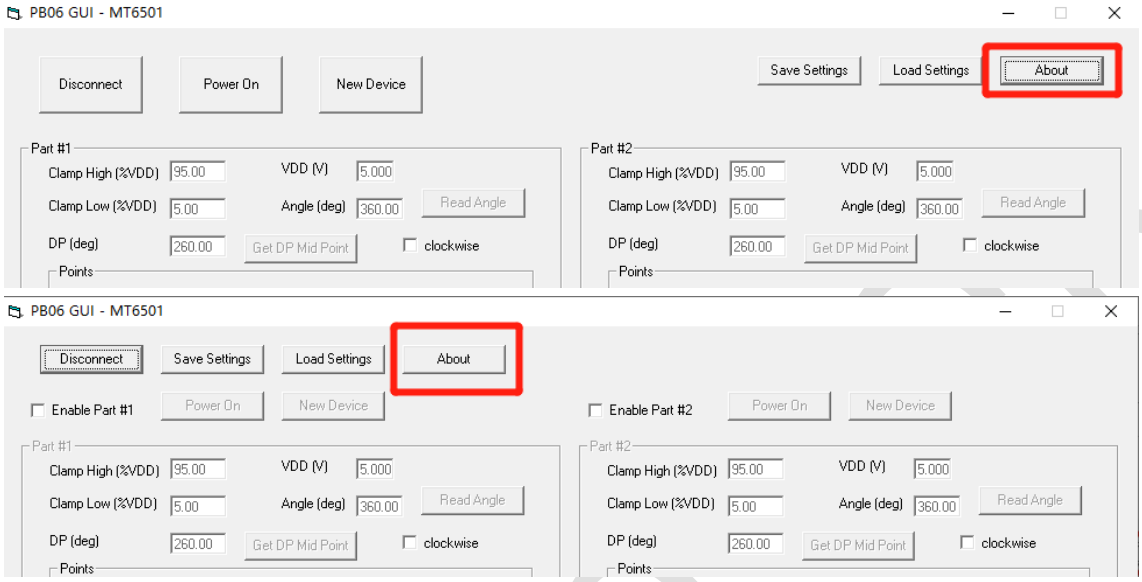
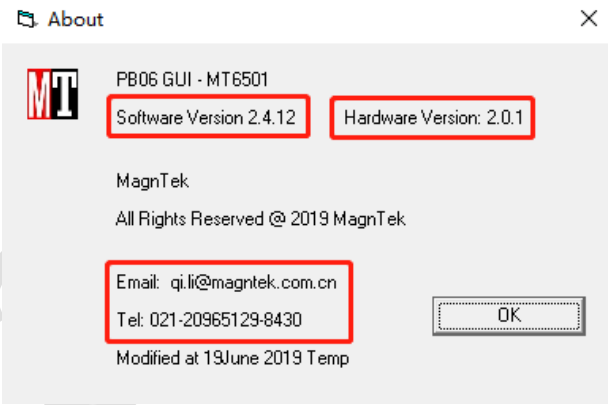

图 5.1
图 5.2
2. 连接串口后，点击界面 About 按钮（图 5.1），弹出如下图 5.2 界面